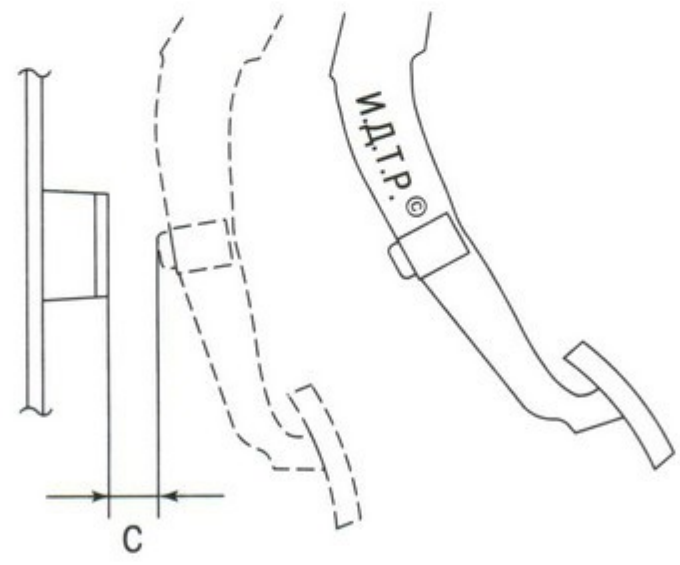

Рис. 6.10. Проверка положения педали сцепления, при котором сцепление полностью выключается
2. Проверьте положение педали сцепления, при котором сцепление полностью выключается. Определите расстояние **C** (рис. 6.10) от упора педали до ограничителя хода педали сцепления в момент выключения сцепления, оно должно быть не менее 15 мм.